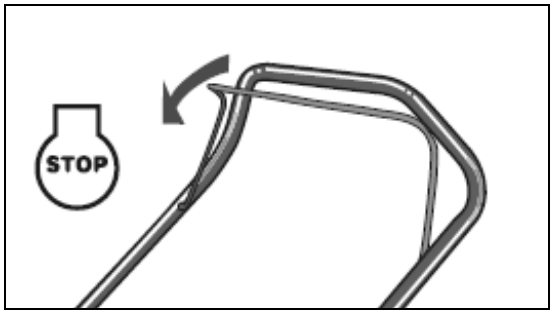

Fig.7
1. Suelte la manivela de mando del freno para detener el motor y la cuchilla. (Fig.7)